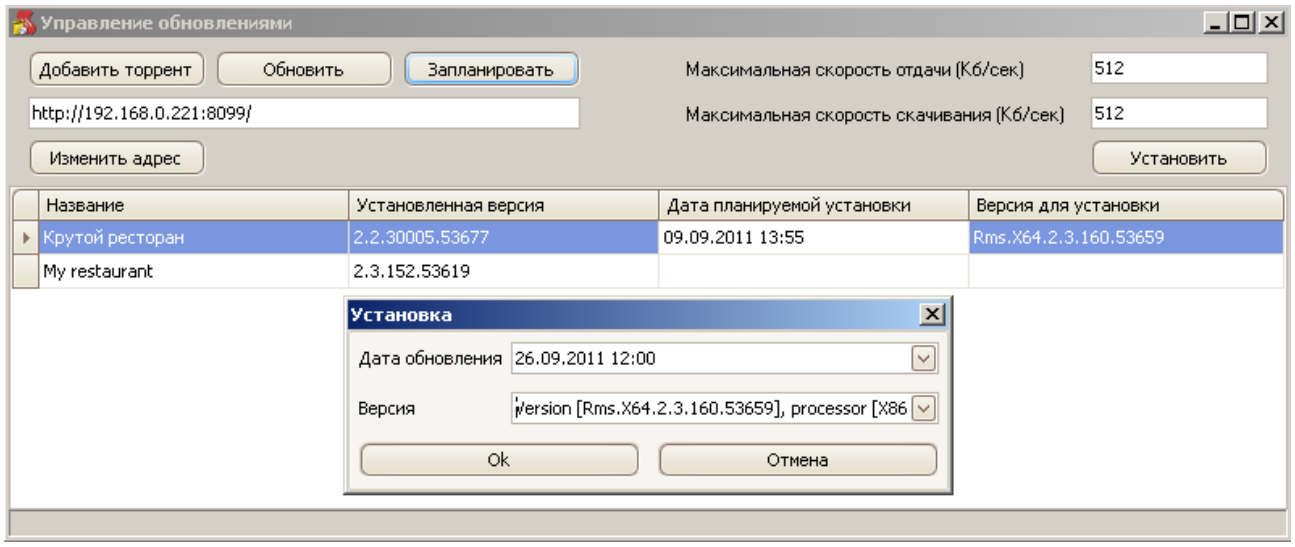

Рисунок 1 Окно Управление обновлениями
При запуске утилиты (**Пуск → Программы → iikoChain → iikoUpdater**) в окне настроек **Управление обновлениями** показывается внешний IP-адрес сервера обновлений. Вы можете его изменить, для этого введите новое значение в поле с адресом и нажмите кнопку **Изменить адрес** (см. Рисунок 1).
6. Для каждого ресторана запланируйте время обновления на определенную версию iikoRMS. Для этого нажмите кнопку **Запланировать**, укажите дату, время и версию для установки, нажмите кнопку **OK** (см. Рисунок 1).